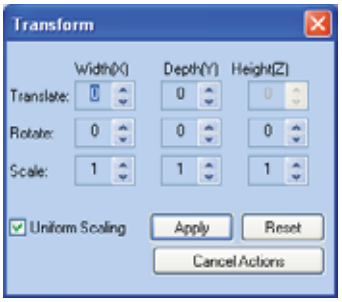

Figure 5-43: *Transform* dialog box
2. Display the *Transform* dialog box (see figure 5-43 on page 33).